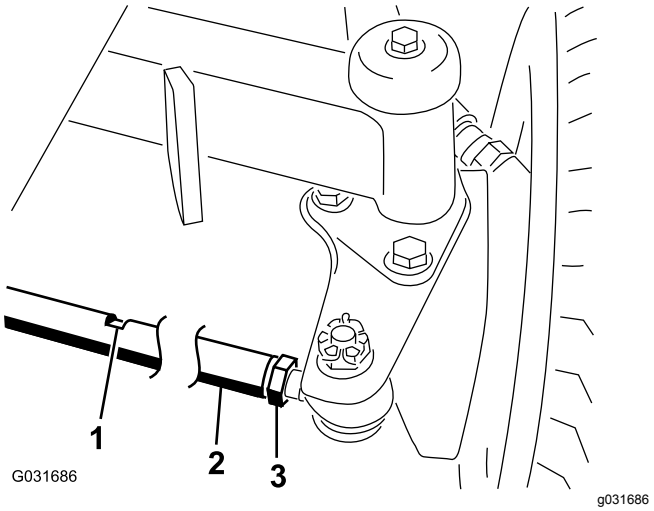

Figur 46
2. Løsn kontramøtrikken for hver ende af forbindelsesstangen (Figur 46).